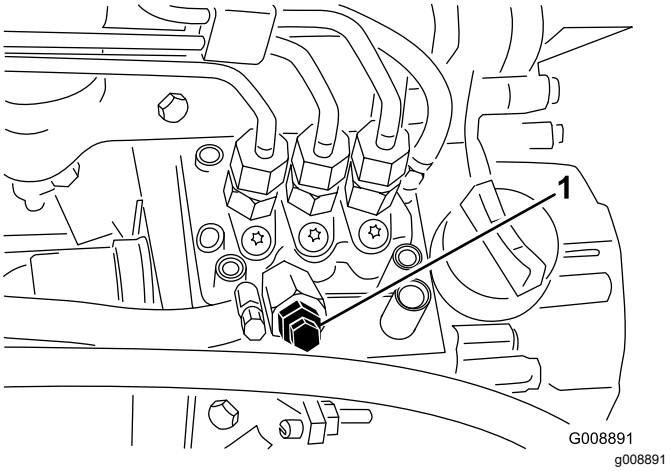

Figuur 35
3. Draai de ontluchtschroef op de brandstofinjectiepomp open (Figuur 35).